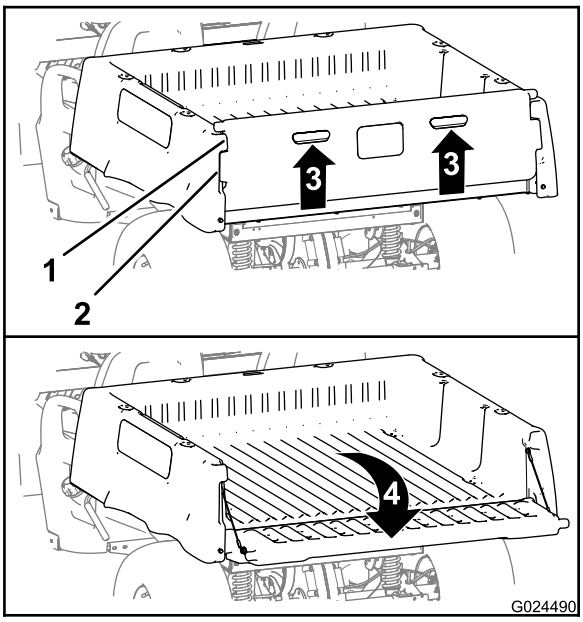

Figuur 13
2. Til de klepjes op het achterste paneel van de achterlaadklep omhoog (Figuur 13).
3. Lijn de borgflenzen van de achterlaadklep uit met de openingen tussen de flenzen van de achterlaadklep van de laadbak (Figuur 13).
4. Draai de achterlaadklep naar achteren en omlaag (Figuur 13).
6. Draai de achterlaadklep naar boven en naar voren tot de borgflenzen van de achterlaadklep gelijk komen met het vak voor de achterlaadklep in de laadbak (Figuur 13).
7. Laat de achterlaadklep zakken tot deze in de achterzijde van de laadbak zit (Figuur 13).